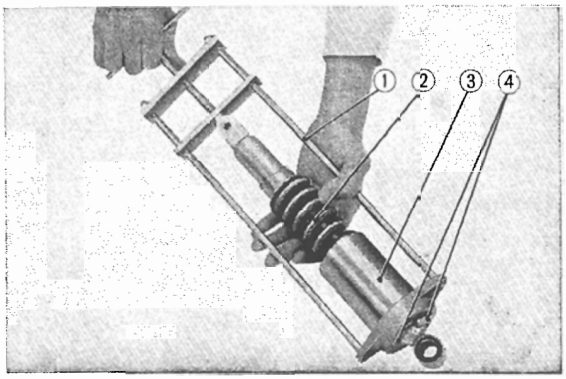

Fig. 4.68 Disassembling the rear cushion
2. Compress the rear cushion upper case by using a special tool and remove the rear cushion seat, lift off the upper case and then remove the cushion spring. **(Fig. 4.68)**